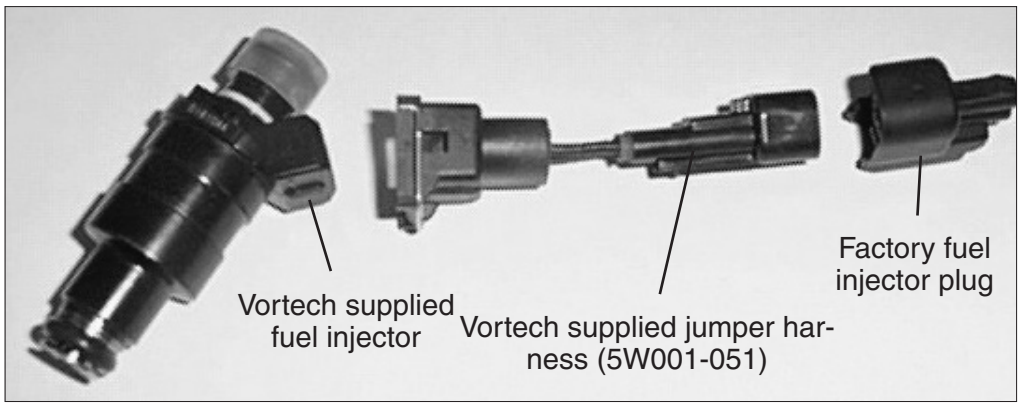

Fig. 5-a
B. Disconnect the eight (8) fuel injector wiring clips and retainers from the fuel injectors. Release any residual fuel pressure from the rail by opening the schrader valve on the rail. Have a fire extinguisher nearby and use extreme caution.
C. Remove the bolts holding down the factory fuel rail onto the intake manifold. Lift up on to the rails evenly, removing all eight (8) injectors.
H. Use supplied jumper harnesses to connect the factory fuel injector plug to the newly installed fuel injectors (see *Fig. 5-a*).